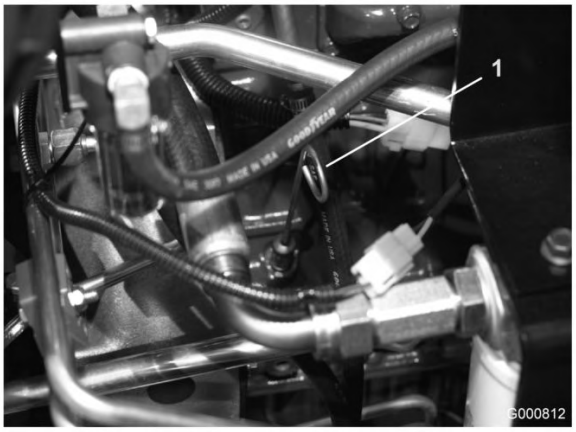

Bild 17
2. Nehmen Sie den Ölpeilstab (Bild 17) heraus, wischen Sie ihn ab und setzen Sie ihn wieder ein. Ziehen Sie ihn heraus und prüfen Sie den Ölstand am Ölpeilstab: Der Ölstand sollte an die VOLL-Marke am Ölpeilstab reichen.